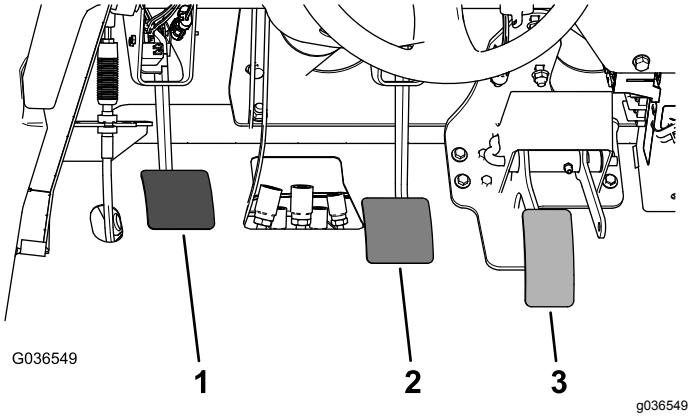

**Bild 61**
2. Heben Sie das Bremspedal an (Bild 61), bis es den Rahmen berührt.
3. Lösen Sie die Klemmmuttern, mit denen das Joch an der Hauptzylinderwelle befestigt ist (Bild 61).